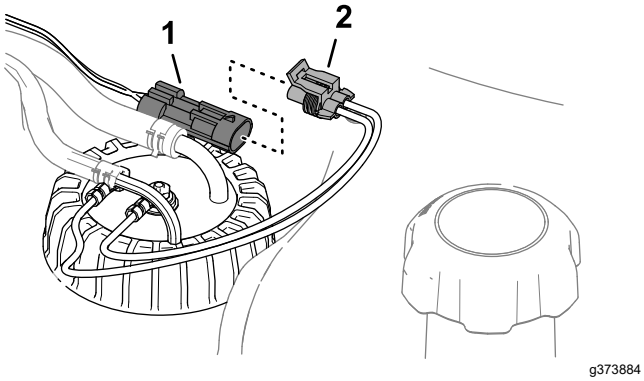

Figur 94
6. Koppla ihop bränslesändarkablagets kontakt med maskinkablagets kontakt (Figur 94).